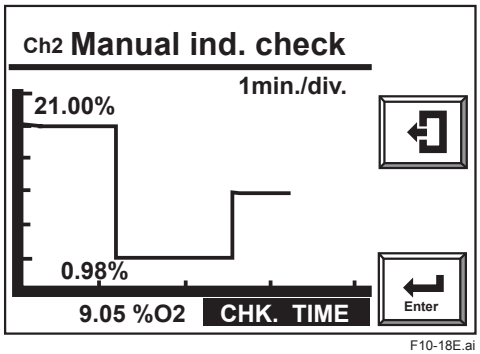

Figure 10.18 Third Gas Indication Check
16) Select [Start ind. check] and touch the Enter key. An oxygen concentration graph like Figure 10.18 is displayed, and [CHK.TIME] status mark flashes. Wait for the graph measured value trace to stabilize. Compare the measured third gas concentration displayed at the lower left of the display against the certified concentration of third gas to check for any discrepancy or error.